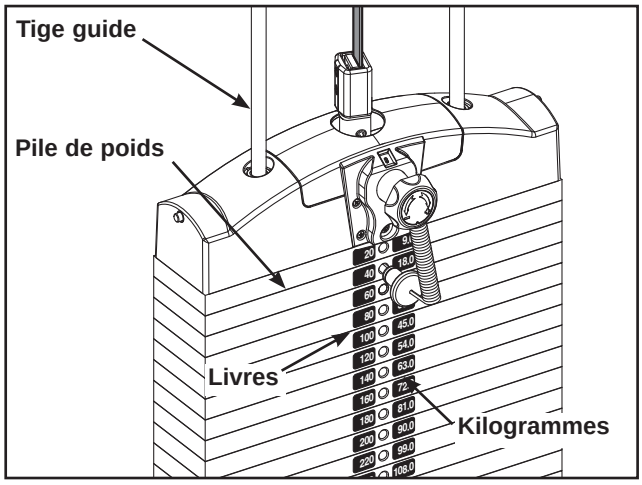

Figure 4
D. Enlever soigneusement le côté avant en prenant soin que les autocollants adhèrent bien aux plaques de poids. Voir la figure 4.